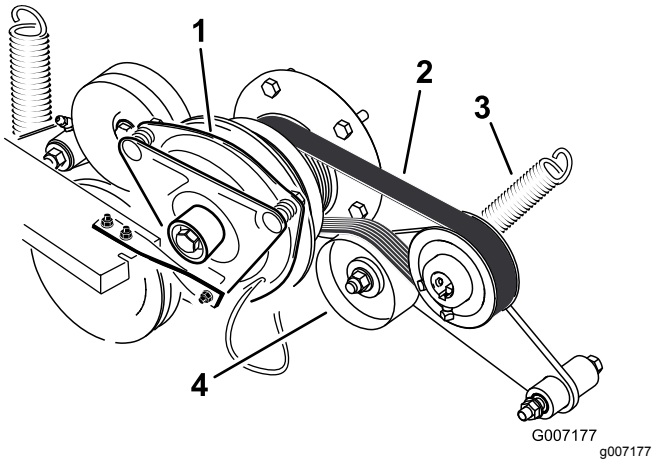

Figuur 94
3. Haal de veer van de arm van de spanpoelie (Figuur 94).
4. Plaats de nieuwe riem rond de motorpoelie en de poelie van de pomp van het hydraulische systeem (Figuur 94).
6. Monteer de veer op de arm van de spanpoelie (Figuur 94).